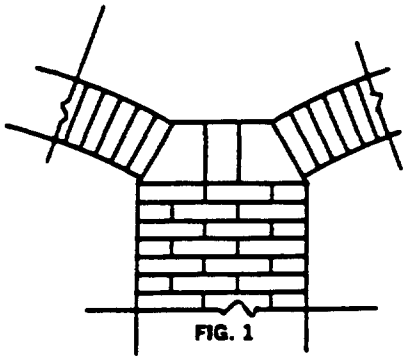
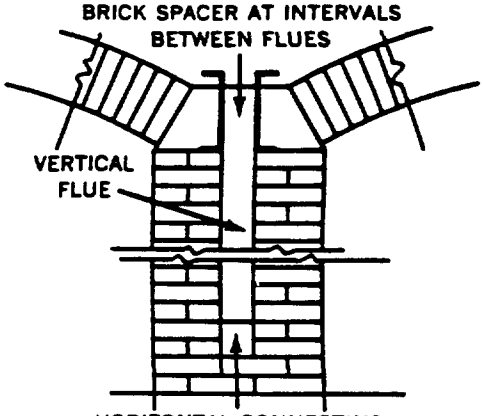

FIG. 1
FIG. 2
CONSTRUCTION — In Fig. 1, the skewbacks are supported by a solid course of refractory brick. Fig. 2 illustrates the skewbacks supported by channels resting on brick spacers. This construction, either with or without flues, permits one arch to be repaired without disturbing the other. However, it is necessary to space out the brick between the channels to dissipate the heat.
Round periodic kilns are widely used in structural clay plants which manufacture such products as ceramic tile, brick, pipe and other clay ware. These kilns vary in diameter from 15 to 40 feet, typically constructed as shown in figure 2. The rise is usually 2½" to 3" per foot of span. The sidewalls are normally constructed of dense fire brick although a layer of insulating fire brick is recommended to effectively reduce heat transfer through this area. The kilns are either coal, gas, or oil fired.
1. Refer to Figure 1, "Kiln Dome Layout For Calculation Data." The following calculations are based on the trigonometric relationships shown in this figure.
4. Determine the angle α formed by a single brick (projected to the dome center). See Figure 1.
8. In Column 2 list the angle between the vertical ∠ of the dome and the farthest edge of each course (see Figure 1). This angle is ½ of the Dome Angle minus the sum of α's to each course. For example, for a 120° Dome, course No. 1 is 60.000° − 0° = 60.000°; Course No. 2 is 60.000° minus α; Course No. 3 is 60.000° − 2 α; etc.
10. In Column 3 list P_0, the horizontal distance from the ∠ to the lower edge of each course on the outer arc (Point C on Fig. 1) $P_0 = R_0 \sin$ Col 2 angle. Use a calculator and 5 place trigonometric tables.
12. In Column 5 list the difference ($C_0 - B_1$) between the outside circumference of each course, C_0 (Column 4) and the inside circumference (Point B — Fig. 1) of the inside edge of the same course about the ∠. This inside circumference is B_1. $C_0 - B_1 = \left(1 - \frac{R_1}{R_0}\right) C_0$.